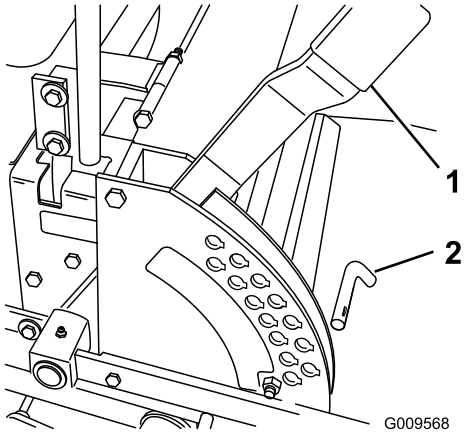

Figuur 18
1. Zet de maaihoogtehendel omhoog in de transportstand (eveneens de maaihoogtestand van 127 mm) (Figuur 18).
2. Om de maaihoogte in te stellen, verwijdert u de pen uit de maaihoogtebeugel (Figuur 18).
3. Kies de opening in de maaihoogtebeugel die overeenkomt met de gewenste maaihoogtestand, en steek daarin de pen (Figuur 18).